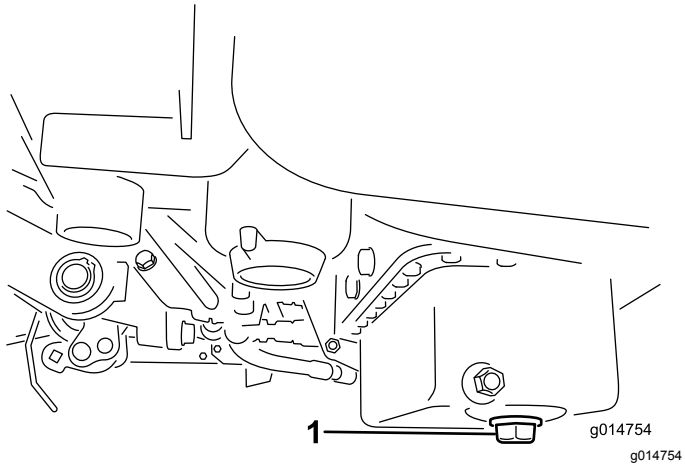

Figuur 29
1. Verwijder de aftapplug en laat de olie in een opvangbak lopen. Als er geen olie meer naar buiten stroomt, plaatst u de aftapplug terug (Figuur 29).